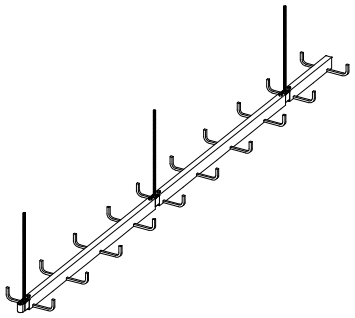
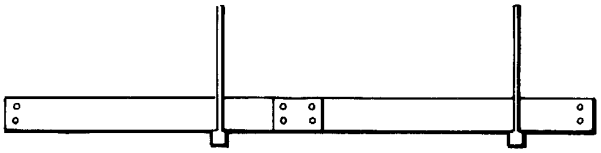

Figure 4.6A
Figure 4.10C
4.2.1.6 Single Rail Cable Tray Hangers (See Figures 4.6A through 4.6C)
For single rail cable tray see Figures 4.6A, 4.7D, and 4.7E.
To begin, place a straight section across two supports so that the ends of the section are not directly on the support (Figure 4.10B). If the support span is equal to the length of the straight sections, bolt two pieces together for this step (Figure 4.10C). ***The support span should not be greater than the straight section length or as recommended by the manufacturer, to ensure no more than one splice is located between supports.*** As a general practice, avoid placing splice plates over supports or at mid-span. However, certain cable tray systems (see Figure 4.6A) and certain splice designs allow for random splice location. See manufacturer for details.